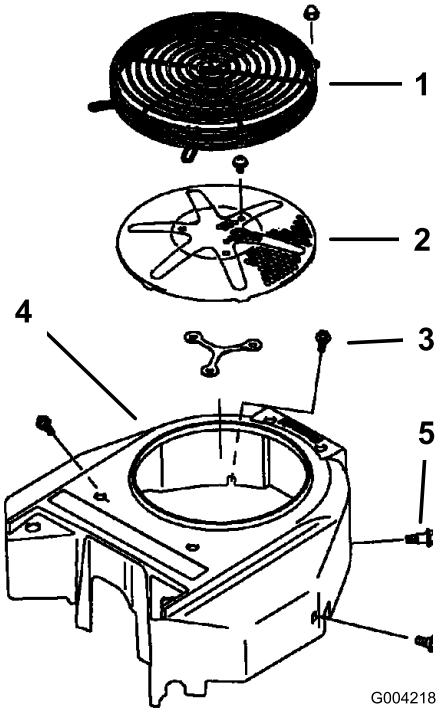

Figura 62
3. Retire la rejilla de entrada de aire y la carcasa del ventilador (Figura 62).
5. Instale la rejilla de entrada de aire, el arrancador de retroceso y la carcasa del ventilador (Figura 62).